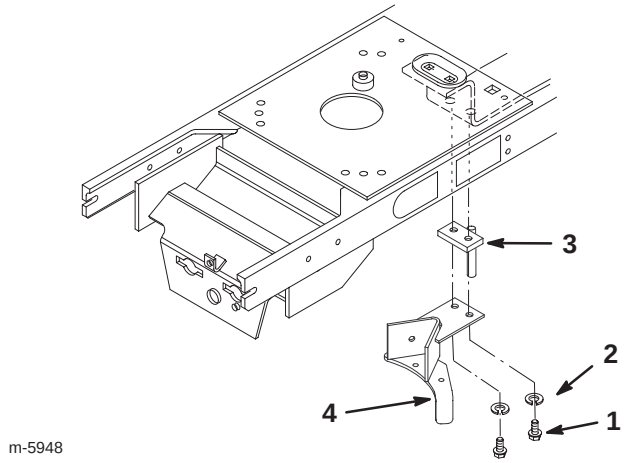

Bild 6
4. Entfernen Sie den Kupplungsanschlag vom Maschinenrahmen (Bild 6).
5. Montieren Sie die neue Beilagscheibe bzw. den Anschlag und den Kupplungsanschlag mit den zwei Schrauben (5/16 x 1-1/2 Zoll) und den zwei Sicherungsscheiben am Rahmen (Bild 6).